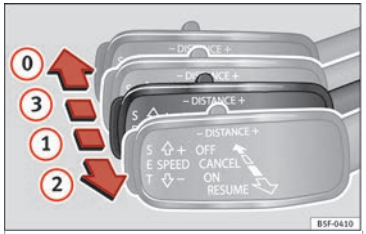

Fig. 196 A la izquierda de la columna de la dirección: tercera palanca para manejar el control adaptativo de velocidad.
- Tire de la palanca hasta la posición (1) ››› **fig. 196**. En la pantalla del cuadro de instrumentos se visualizará **ACC standby**.